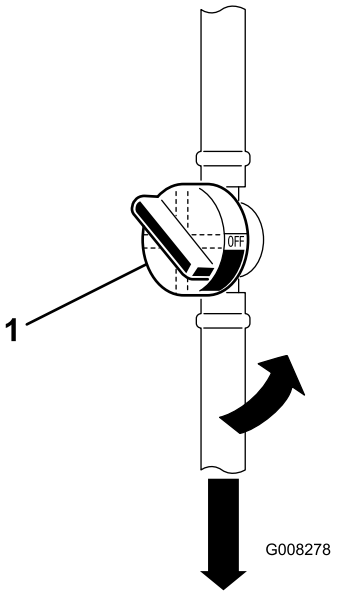

Figur 27
6. Stäng bränslekranen (Figur 27).
7. Kläm ihop ändarna på slangklämmorna och skjut bort dem från det gamla filtret (Figur 27).